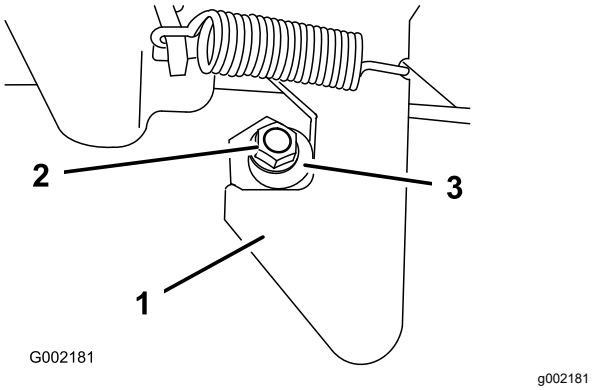

**Figura 72**
1. Afloje la contratuerca del extremo del tope del enganche (Figura 72).
2. Gire el tope del enganche en sentido horario hasta que quede apretado contra el enganche (Figura 72).